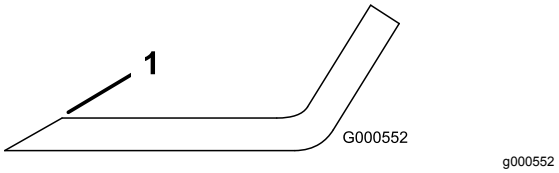

Rysunek 78
1. Użyj pilnika w celu naostrzenia krawędzi tnącej na obu końcach każdego ostrza (Rysunek 78).
Informacja: Jeżeli ostrze nie jest wyważone, spiłuj nieco metalu z obszaru łopatki (Rysunek 78).